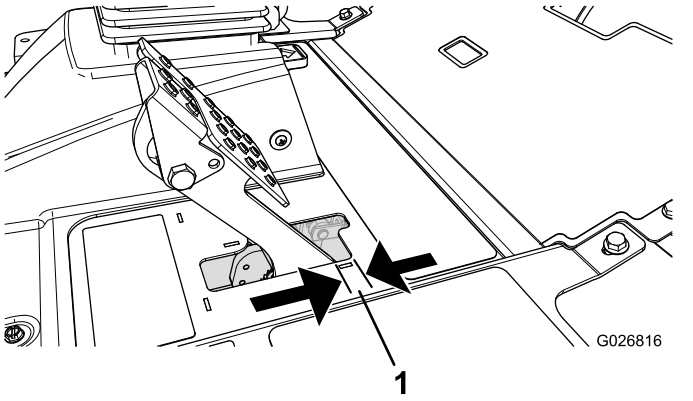

Figur 84
Juster bremsene når det er mer enn 2,5 cm frigang på bremsepedalen, eller når det kreves mer bremsekraft (Figur 84). Frigang er den avstanden bremsepedalen kan beveges før du merker bremsemotstand.
2. Trekk til den bakre mutteren for å flytte kabelen bakover til bremsepedalene har en frigang på 0,63 til 1,27 cm, før hjulet låses (Figur 84).